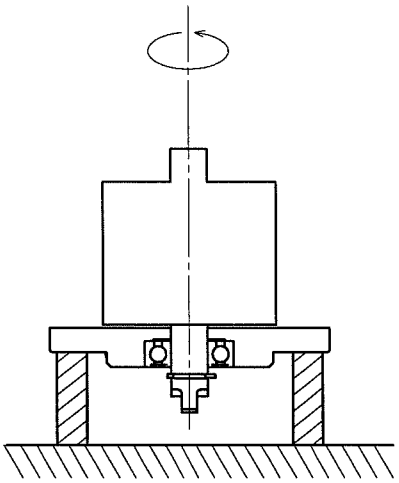

Fig.10
③Remove Cylinder(75) and Vanes(76).
④Take off Rotor(74) from the vice.
Place Rotor(74) with End plate(72) facing downwards as shown in Fig. 10 and check Rotor rotates smoothly.